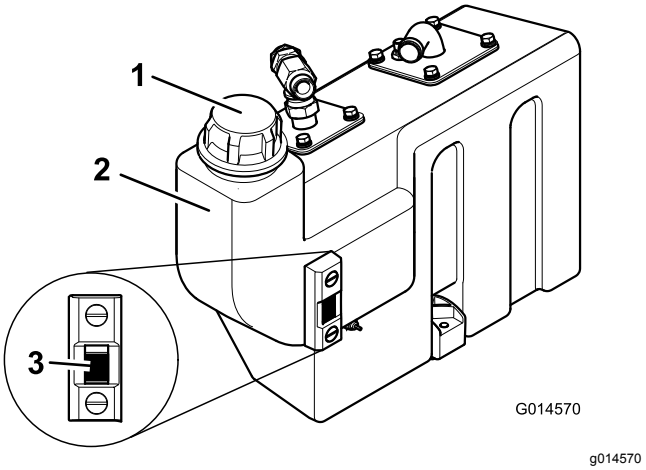

Figuur 23
3. Als u de hydraulische vloeistof moet bijvullen, maak dan schoon rond de dop van de hydraulische tank (Figuur 23).